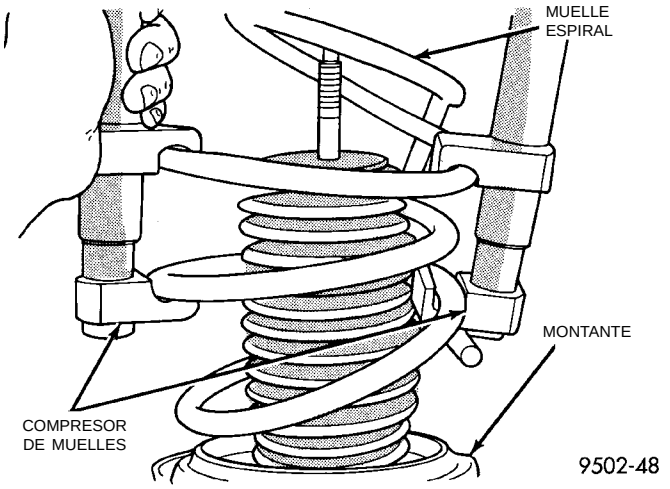

Fig. 31 Muelle espiral y compresor
(8) Retire del montante el muelle espiral y el compresor de muelles como conjunto (Fig. 31).
(4) Baje el muelle espiral a la unidad del montante (Fig. 31). Emplace el extremo del muelle espiral contra el borde del aislador de muelle en el asiento de muelle inferior del conjunto de montante.